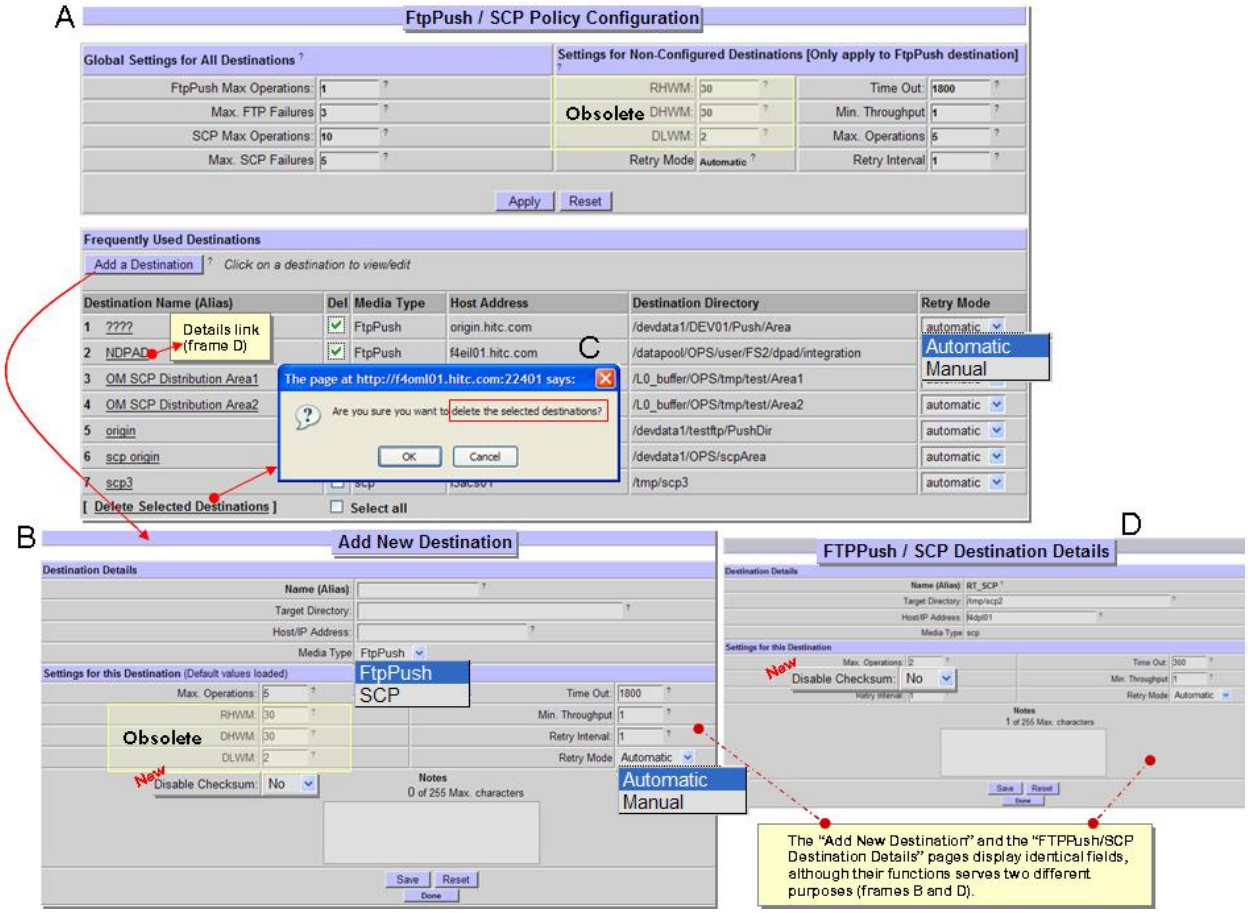

Figure 15.10-8. FtpPush/SCP Policy Configuration Page
2 Click **External Processing** submenu option to display its **External Processing Services Policy Configuration** page (Figure 15.10-8, Frame A).
- The **Add External Processing Configuration** page (Figure 15.10-8, Frame B) displays (if editing, the **Edit External Processing Configuration** page displays).
10 Click **OK** to confirm deletion, at the deletion prompt (Figure 15.10-8, Frame C) dialog box and to delete selected external processors.
The **FtpPush/SCP Policy Configuration** page (Figure 15.10-8, Frame A) provides the full-capability Operator the ability to define, configure and fine-tune parameter values of FtpPush/SCP destinations.
- The **FTPPush/SCP Destination Details** page displays (Figure 15.10-8, Frame D).
- The **"Are you sure you want to delete the selected destinations?"** dialog box displays (Figure 15.10-8, Frame C).
- The **Add New Destination** page displays (Figure 15.10-8, Frame B).